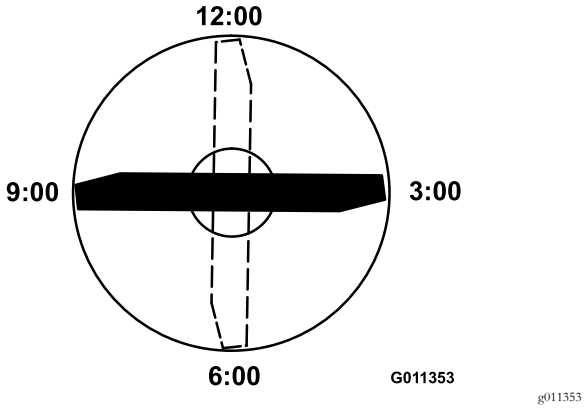

Figur 72
4. Placera den markerade ändens skäregg i läget klockan 12 (rakt fram i klippriktningen) (Figur 72) och mät höjden från bordet till knivens skäregg.
5. Vrid knivens markerade ände till lägena klockan 3 och klockan 9 (Figur 72) och mät höjderna.